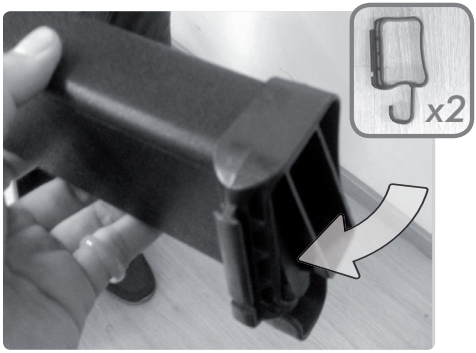

Abb. 9
5.1. Stecken Sie die Taschenhaken auf eines der Enden der Rückenbarriere mit dem Haken nach unten (Abb. 9). Die Aufrastschiene muss dabei nach außen weisen.